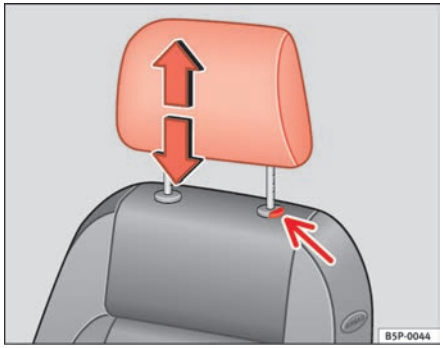

Fig. 67 Adjusting and removing the head restraints
– Press the button ⇒ fig. 67 (arrow).